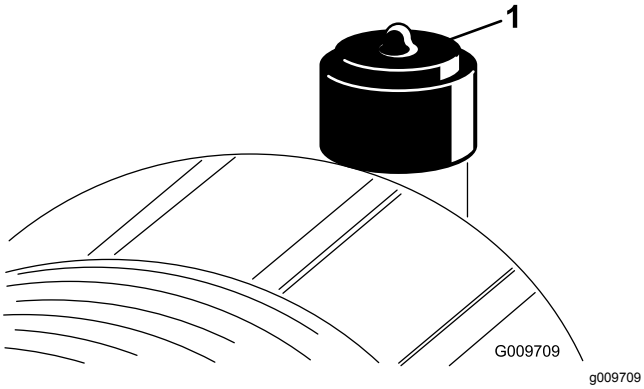

Figur 42
- Udskift luftfilterindsatsen, når advarselslampen for luftfilter (Figur 42) lyser rødt. Undgå overdreven rensning af luftfilterindsatsen.